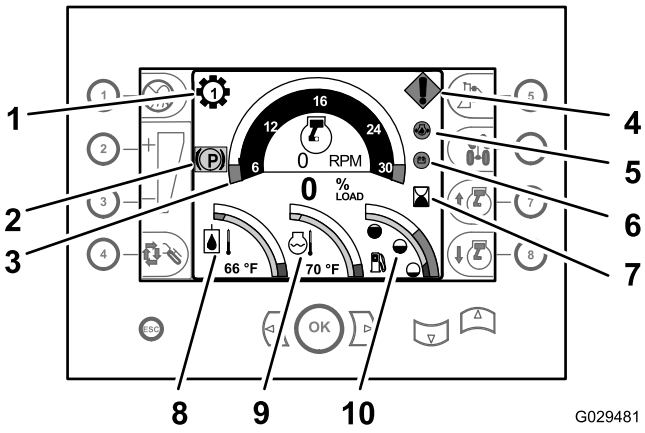
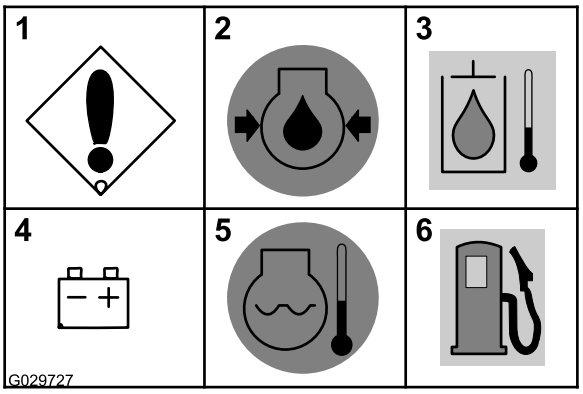

Rysunek 31
Rysunek 33
- **Wskaźnik biegu** — ten wskaźnik wskazuje aktualnie wybrany bieg (od 1 do 4) i jest wyświetlany z lewej strony powyżej obrotomierza (Rysunek 31).
- **Obrotomierz** — ten wskaźnik wskazuje prędkość obrotową silnika wyrażoną w obrotach na minutę (obr./min). Obrotomierz jest wyświetlany na środku, w górnej części centrum sterowania (Rysunek 31).
- **Licznik godzin** — ten wskaźnik wskazuje liczbę godzin, przez jaką pracował silnik. Jest on wyświetlany w środkowej części centrum sterowania, po prawej stronie obrotomierza (Rysunek 31).
- **Wskaźnik temperatury płynu hydraulicznego** — ten wskaźnik wskazuje temperaturę roboczą płynu hydraulicznego i jest wyświetlany w lewej dolnej części centrum sterowania (Rysunek 31).
- **Wskaźnik temperatury chłodziwa** — ten wskaźnik wskazuje temperaturę chłodziwa w układzie chłodzenia silnika. Jest on wyświetlany w środkowej dolnej części centrum sterowania (Rysunek 31).
- **Wskaźnik poziomu paliwa** — ten wskaźnik wskazuje ilość pozostałego paliwa w zbiorniku i jest wyświetlany w prawej dolnej części centrum sterowania (Rysunek 31).
- **Wskaźnik włączenia hamulca postojowego** — ten wskaźnik jest wyświetlany, gdy włączony jest hamulec postojowy (Rysunek 31). Po wyłączeniu hamulca postojowego wskaźnik gaśnie.
- **Błąd maszyny lub silnika** — ten komunikat jest wyświetlany, jeśli w maszynie lub silniku wystąpił błąd. Przyczyna błędu jest podana na diagnostyce panelu przyrządów (Rysunek 33).
- **Niskie ciśnienie oleju silnikowego** — ten komunikat ostrzegawczy jest wyświetlany, jeśli ciśnienie oleju silnikowego spadnie do wartości 90 kPa lub niższej (Rysunek 31 i Rysunek 33).
- **Wysoka temperatura oleju hydraulicznego** — ten komunikat zaczyna migać, jeśli olej hydrauliczny osiągnie temperaturę 102°C lub wyższą (Rysunek 33)
- **Sprawdź alternator lub akumulator** — ten komunikat jest wyświetlany, jeśli napięcie alternatora i akumulatora wynosi 12 V lub niżej (Rysunek 31 i Rysunek 33).
- **Przegrzanie silnika** — ten komunikat zaczyna migać, jeśli płyn chłodzący silnik osiągnie temperaturę 104°C lub wyższą (Rysunek 31 i Rysunek 33).